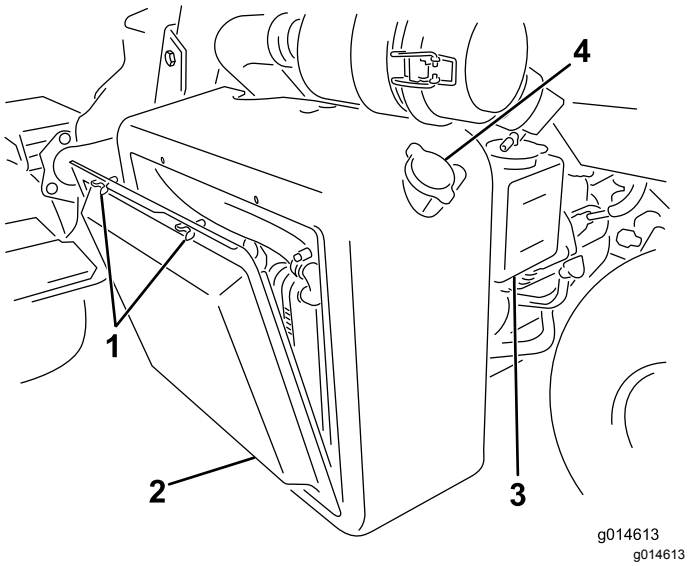
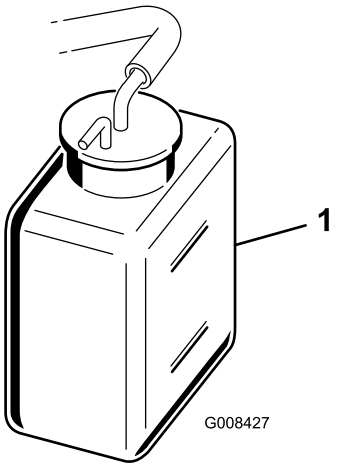

Figuur 35
Figuur 36
1. Verwijder het radiateurscherm (Figuur 35).
2. Controleer het koelvloeistofpeil (Figuur 35 en Figuur 36).